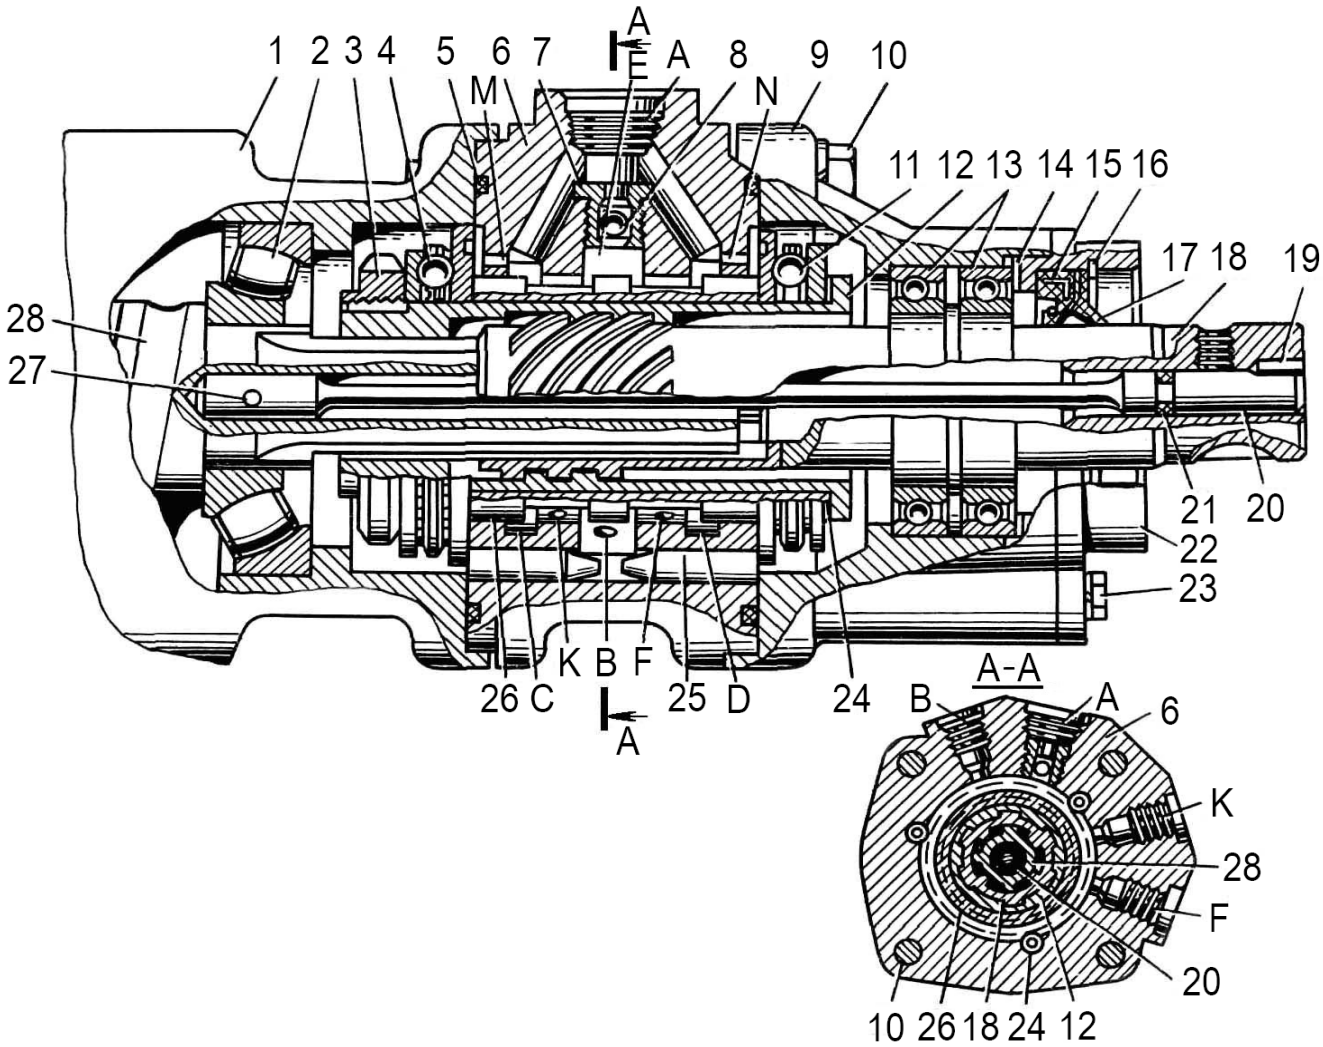

Рис. 55. Распределитель рулевого механизма:
Средняя расточка соединена с каналом для подвода рабочей жидкости от насоса, а крайние – с каналом для отвода жидкости на слив. В трех реактивных камерах корпуса размещены плунжеры 25 (см. рис.55), которые могут в нем свободно перемещаться.
3. Отсоединить вилку карданного вала 10 (см. рис.52) от входного вала 18 (рис.55), для чего вывернуть его стяжной болт.
2. Отвернуть болты 10 (рис.55) крепления распределителя к картеру 1 рулевого механизма.
Примечание. Рекомендуется перед снятием распределителя нанести метки взаимного расположения картера 1 (см. рис.55) рулевого механизма, корпуса 6 распределителя и его крышки 9.
7. Извлечь из крышки 9 (см. рис.55) вал 18 в сборе с подшипниками 13. Спрессовать с вала 18 подшипники 13.
18. Выбить штифт 27 (см. рис.55) крепления торсиона 20 и извлечь из винта 28 торсион.
12. Установить в корпус 6 (см. рис.55) распределителя реактивные плунжеры 25 и ввернуть обратный клапан 7.
19. Установить распределитель 6 (см. рис.53) в картер 3 рулевого механизма по меткам, нанесенным при разборке. При этом круговые пазы в торсионе 20 (см. рис.55) и на входном валу 18 должны совпадать.
3. Поворотом входного вала 18 (см. рис.55) совместить метку на торце вала зубчатого сектора с меткой на сошке, надеть сошку на шлицы вала сектора и закрепить ее.